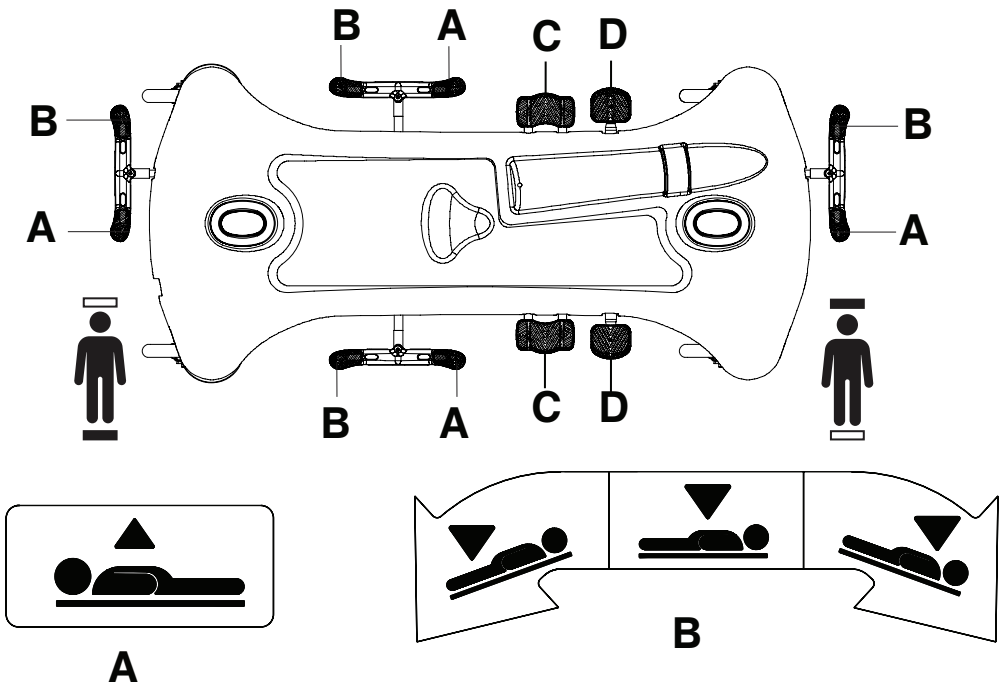

Figura 3 – Elevación o descenso de la mesa
Para subir la mesa, bombee con el pedal de la bomba (D) hasta que se alcance la altura deseada (Figura 3).
Para colocar el producto en la posición de Trendelenburg (cabeza abajo), suba la mesa hasta la altura máxima (Figura 3).
Para colocar el producto en la posición de Trendelenburg invertida (pies abajo), suba la mesa hasta la altura máxima (Figura 3).